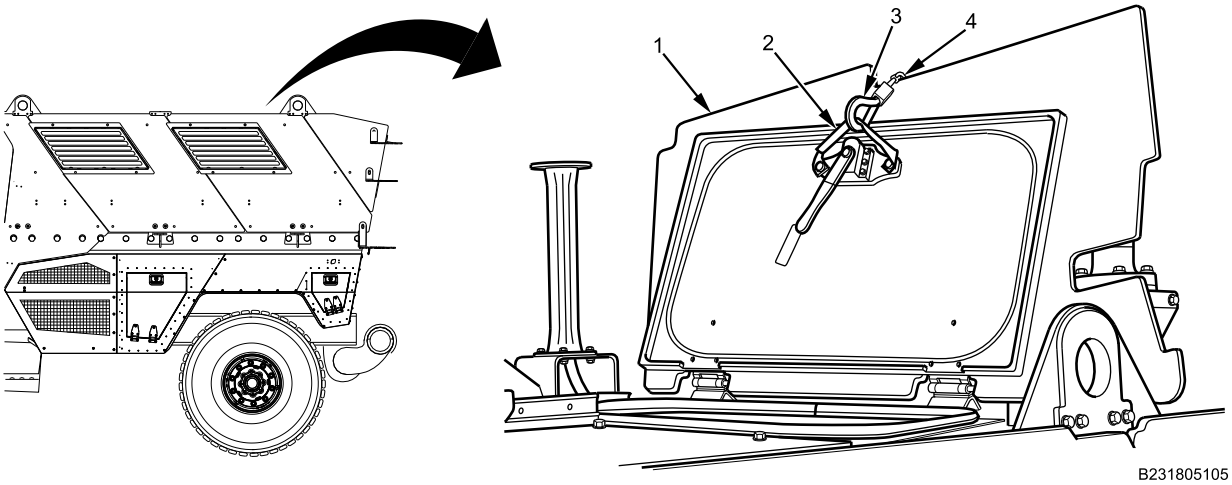

Figure 1. Attaching Chain Hoist to Hatch Handle.
1. Secure hatch (Figure 1, Item 1) in open position with chain hoist (Figure 1, Item 4) by attaching one end (Figure 1, Item 3) to emergency hatch handle (Figure 1, Item 2).